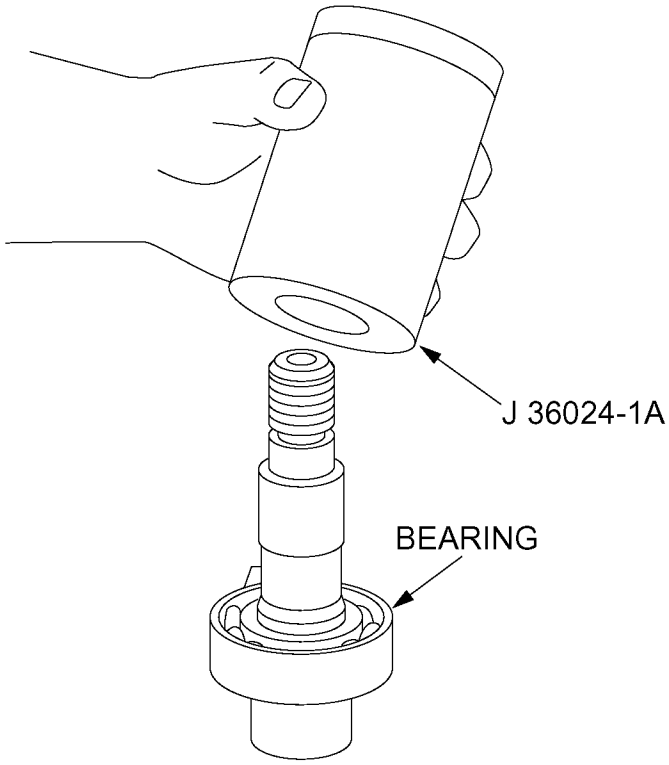

Figure 1-468 Bearing Installation
1. Place a new ball bearing on the accessory drive shaft. Use tool J 36024-1A (part of toolset J 36024–D) and a press to install the bearing onto the shaft until it bottoms out against the shoulder of the drive shaft. See Figure 1-468.